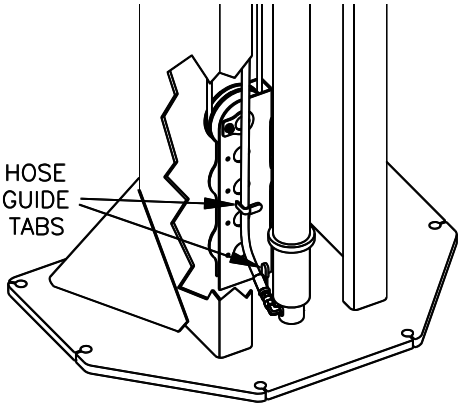

Fig. 17 - Hose Connection
43) Each column hose should connect to its cylinder with a 90-degree elbow rotated up from horizontal and be routed thru the Hose Guide Tabs as shown in **Fig. 17.**